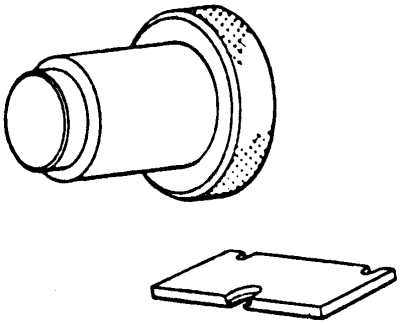

Figure 22. 6799793 Drift and 6796214, 6799791 or 6799792 Bearing Puller Plates
c. Use 6799793 drift and 6799792 and 6799791 bearing puller plates (figure 22), remove the front and rear bearings from the main idler gear.